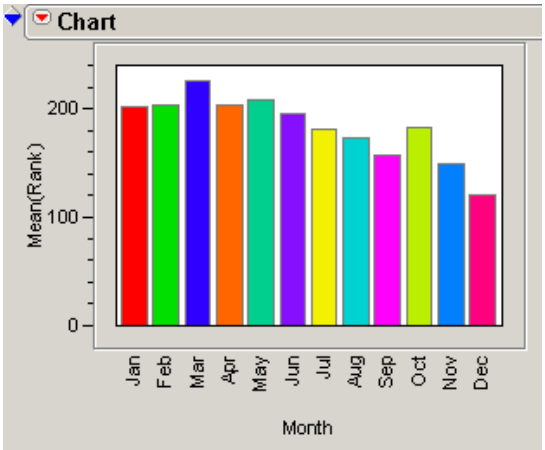

Figure 21: Chart of Mean(Rank) by Month Sorted by List Check Order Names
7. Click **OK**, and you will see the results in Figure 21.